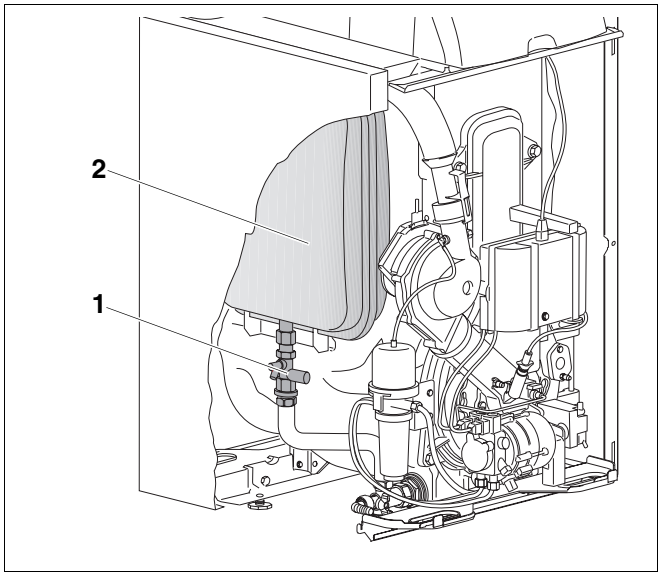

Rys. 27 Odcinanie dopływu do ciśnieniowego naczynia wzbiorczego
- Odłączyć ciśnieniowe naczynie wzbiorcze (rys. 27, **poz. 2**) od systemu poprzez zamknięcie zaworu kołpakowego (rys. 27, **poz. 1**).
- Ponownie otworzyć zawór kołpakowy (rys. 27, **poz. 1**) przy ciśnieniowym naczyniu wzbiorczym (rys. 27, **poz. 2**).